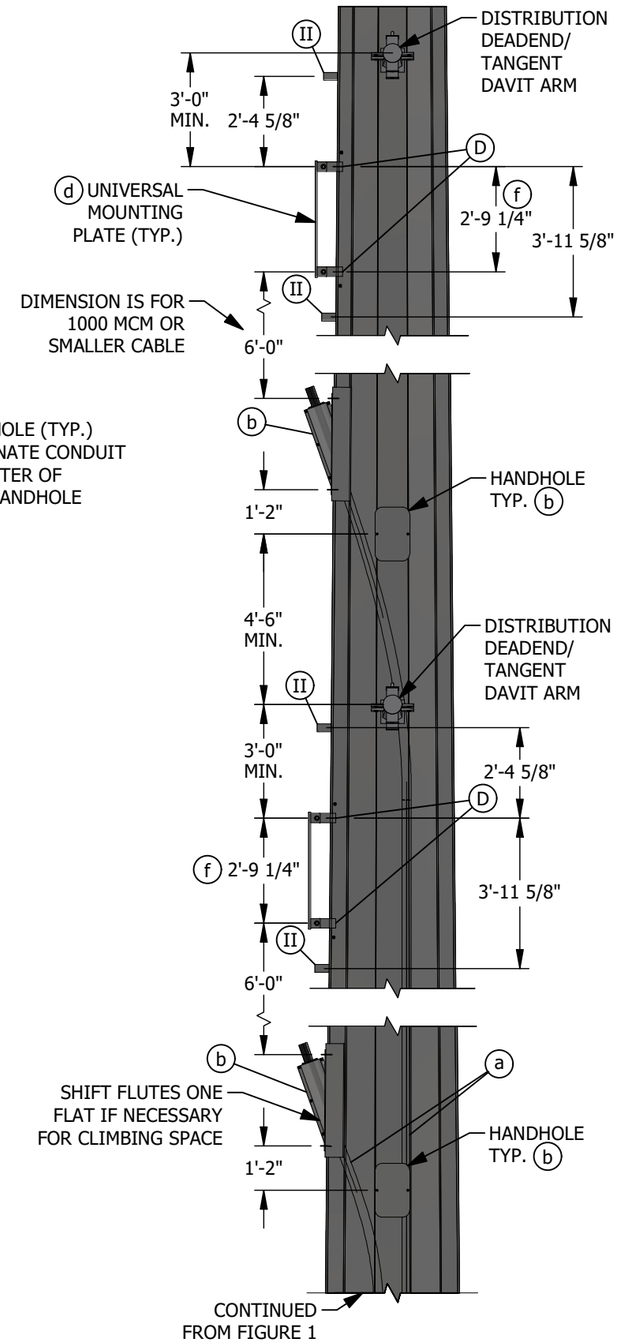

FIGURE 2
A. IF BOTTOM FLUTE IS UTILIZED FOR SECONDARY SERVICES, ALLOW FOR SECONDARY VANG(S) AND REFERENCE SECONDARY STANDARDS, WHICH ARE CURRENTLY BEING DESIGNED.
(D) ENSURE POLE MANUFACTURER DRILLS FOUR 5/8-INCH THROUGH HOLES ON EACH SIDE OF THE MOUNTING BRACKET (AS SHOWN IN FIGURE 2) AND WELD 1/2-INCH STAINLESS STEEL NUTS OVER EACH HOLE.